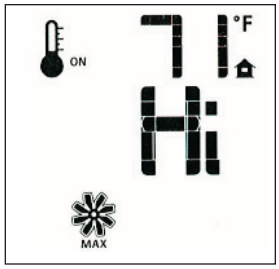

Figure 53. Fan Speed
- Use the Up/Down Arrow Keys to turn ON, OFF, or adjust the fan speed. Fig. 53. A single "beep" will confirm reception of the command.